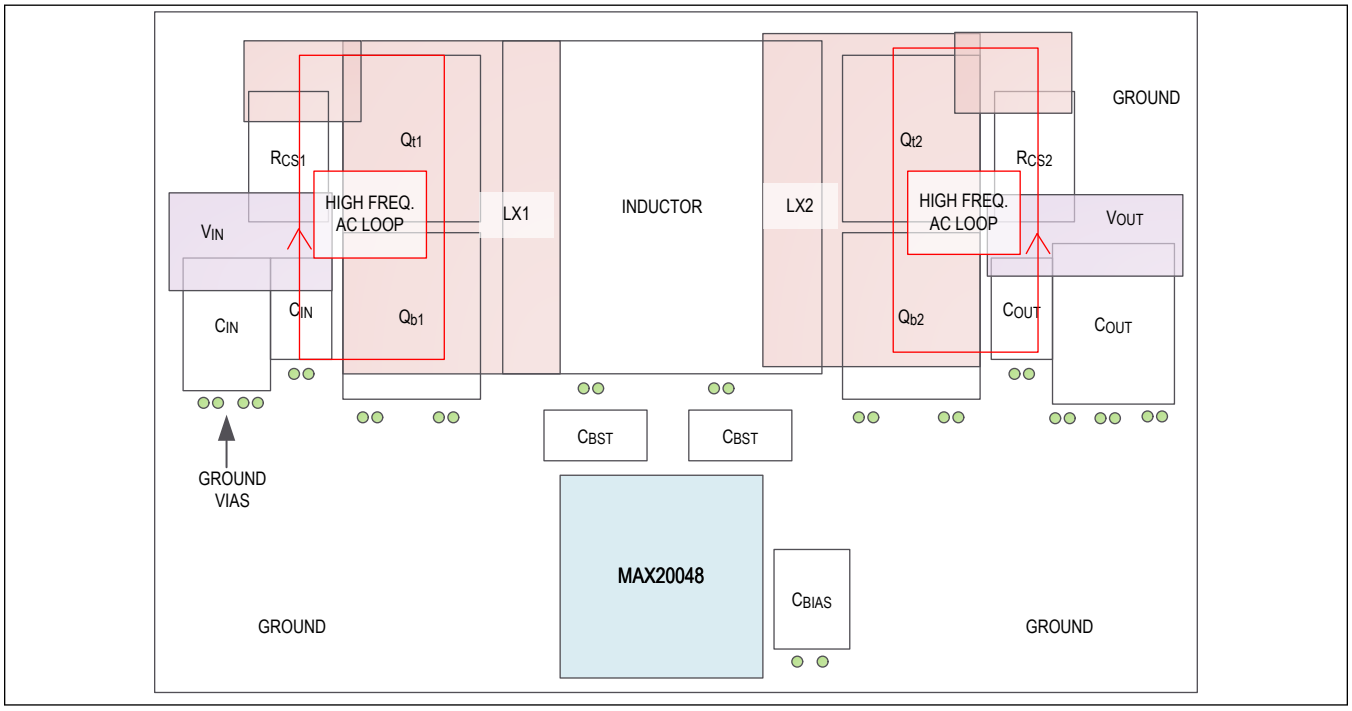

Figure 3. Recommended PCB Layout for the MAX20048.
2. Place the input capacitor and the input current-sense resistor close to the input MOSFETs (Q_{t1} and Q_{b1}) to make a small input current AC loop. High-frequency AC currents flow in this loop in buck mode (Figure 3) and a small loop helps with the EMI and noise performance. Add high-frequency decoupling caps to improve the high-frequency performance.
3. Place the output capacitor and the output current-sense resistor close to the output MOSFETs (Q_{t2} and Q_{b2}) to make a small output-current AC loop. High-frequency AC currents flow in this loop in boost mode (Figure 3) and a small loop helps with the EMI and noise performance. Add high-frequency decoupling caps to improve the high-frequency performance.